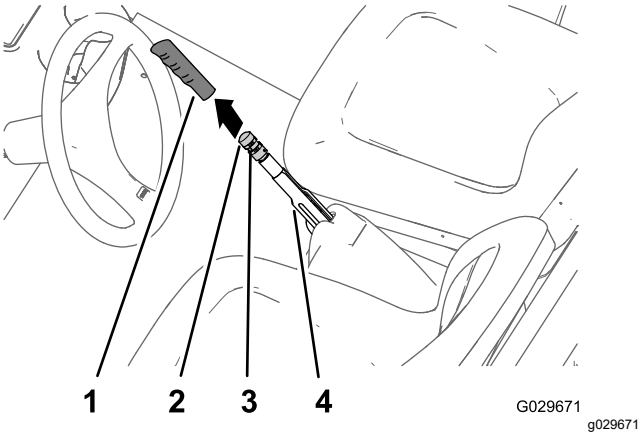

Figura 65
1. Retire a pega da alavanca do travão de estacionamento (Figura 65).
2. Desaperte o parafuso de afinação que fixa o manípulo de ajuste do travão à alavanca do travão de estacionamento (Figura 65).
3. Rode o manípulo de ajuste do travão até que 133 a 156 N seja alcançado para engatar a alavanca do travão de estacionamento (Figura 65).
4. Aperte o parafuso de afinação e instale a pega (Figura 65).
2. Desaperte o parafuso de afinação (Figura 65) que fixa o manípulo de ajuste do travão à alavanca do travão de estacionamento, desengate o travão de estacionamento e desaperte o manípulo de ajuste do travão.
5. Rode o manípulo de ajuste do travão (Figura 65) até que 133 a 156 N seja necessário para engatar a alavanca do travão de estacionamento.
C. Rode o manípulo de ajuste do travão (Figura 65) até que 133 a 156 N seja necessário para engatar a alavanca do travão de estacionamento.
- Aperte o parafuso de afinação e instale a pega (Figura 65).